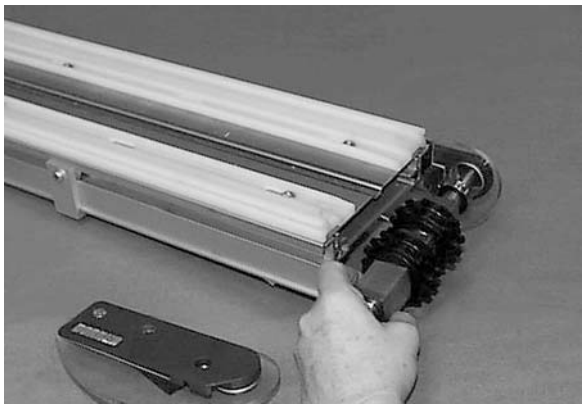

Figure 40
4. Install pulley assembly on conveyor. Slide spindle into installed head plate (Figure 40).